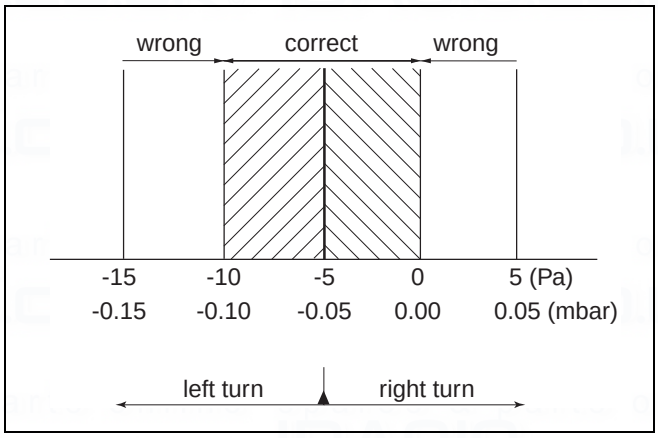

fig. 47 Pressure difference at gas/air at "L25"
The pressure difference should be between -10 and 0 Pa (→ fig. 47).
- Adjust the adjustment screw of the burner pressure to the correct gas/air ratio using a (4 mm) socket head wrench and by referring to fig. 47.